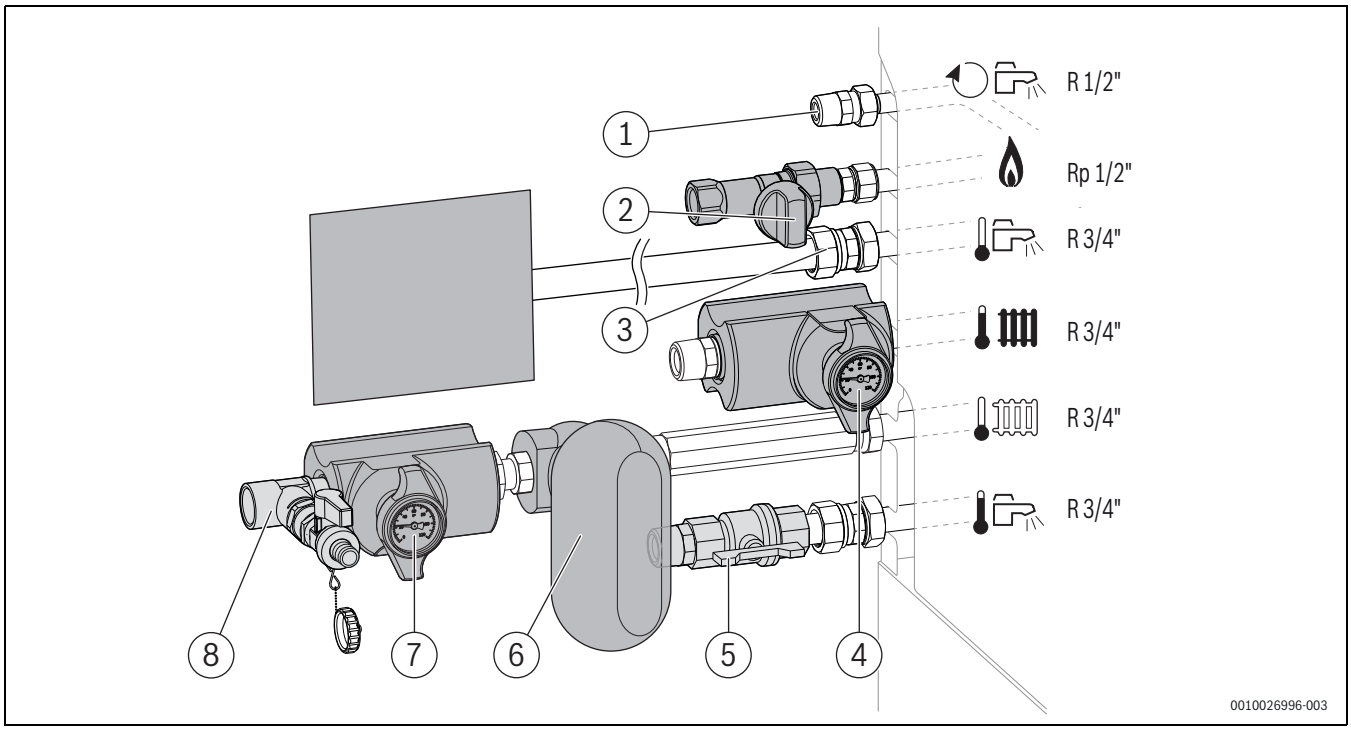

Rys. 118 Osprzęt zestawu armatur CS 28-1 – Przykład: przyłącza poziome po lewej stronie
- ▶ Otworzyć zawór na zasilaniu instalacji grzewczej (→ rys. 118, [3]) oraz zawór na powrocie instalacji grzewczej (→ rys. 118, [5]).
- ▶ Korzystając z urządzenia napełniającego (osprzęt dodatkowy **CS 30**) (→ rys. 118, [4]) napełnić instalację grzewczą do ciśnienia od 1 do 2 barów.